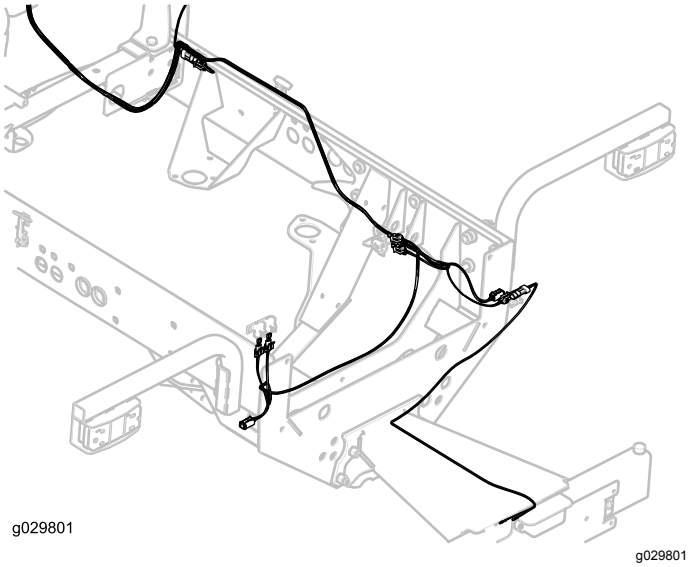

図 31
22. ワイヤハーネスをナンバープレートライトまで敷設してハーネスのコネクタをライトのコネクタに接続する図 31。